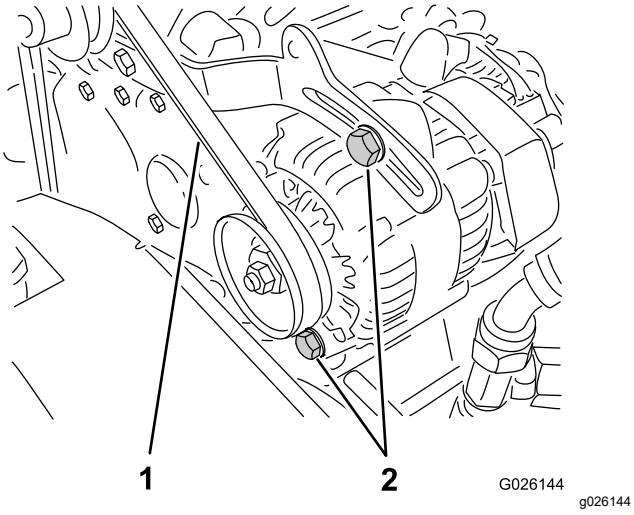

Bild 60
2. Prüfen Sie die Spannung, indem Sie eine Kraft von 10 kg in der Mitte zwischen der Lichtmaschine und den Kurbelwellenscheiben ansetzen (Bild 60).
A. Lockern Sie die zwei Befestigungsschrauben der Lichtmaschine (Bild 60).
B. Drehen Sie die Lichtmaschine mit einer Stange, bis die richtige Riemenspannung erzielt ist. Ziehen Sie die Befestigungsschrauben dann fest (Bild 60).